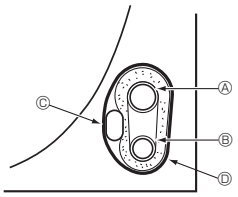

Fig. 4-5
4.4.1. Stockage dans l'espace de tuyauterie de l'appareil (Fig. 4-5)